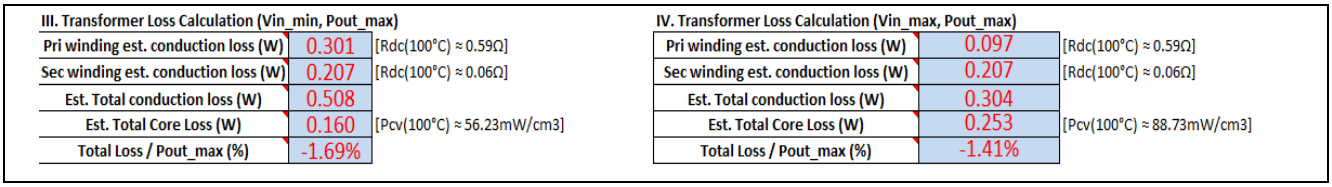

Figure 34 Estimated transformer losses (Step 2 Calculation output sections III & IV)
- Vin_min, Pout_max (calculation output section III in **Figure 34**)
- Vin_max, Pout_max (calculation output section IV in **Figure 34**)